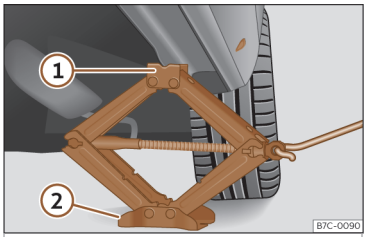

Abb. 39 Längsholm: Wagenheber ansetzen.
- Wagenheber unter den Aufnahmepunkt am Längsträger stellen und so weit hochdrehen, bis sich die Klaue ① ››› **Abb. 39** unter der vorgesehenen Aufnahme befindet.
- Wagenheber so ausrichten, dass die Klaue ① die vorgesehene Aufnahme am Längsträger „umfasst“ und der Wagenheberfuss ② mit der ganzen Fläche sicher auf dem Boden steht. Die Bodenplatte ② muss sich dabei senkrecht unter dem Aufnahmepunkt ① befinden.